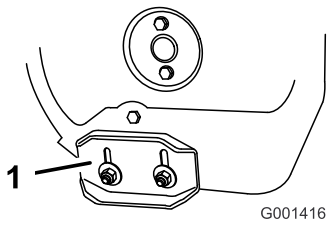

Rysunek 43
3. Odkręcaj nakrętki mocujące obie płozy do boków śruby śnieżnej, aż można je będzie łatwo przesuwać w górę i w dół (Rysunek 43).